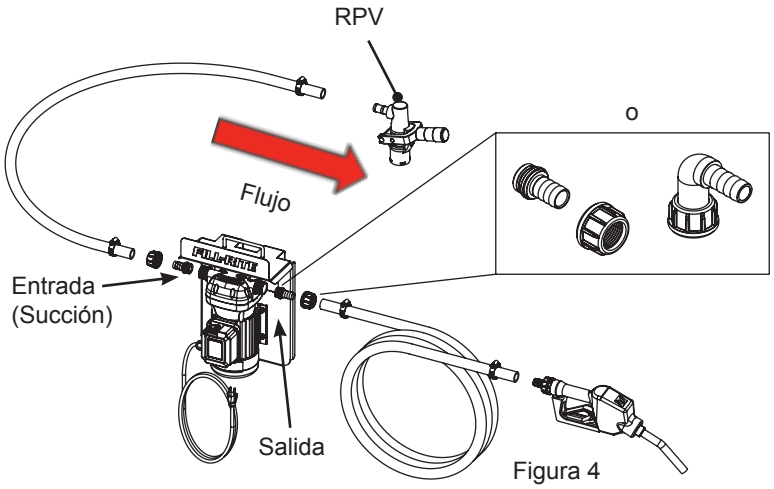

Figura 4
2. Instale la manguera de succión en el lado de succión de la bomba con los conectores para conexión acanalada y abrazadera de manguera (Figura 4). El lado de succión es el izquierdo cuando se mira hacia la bomba montada.
3. Instale el extremo opuesto de la manguera de succión hacia el dispositivo de succión de bucle cerrado con los conectores adecuados (los modelos DF120CAT520, DF012CAT520, DF120CAN520-RP, and DF012CAN520-RP incluyen un RPV para conectar) (Figura 4).
4. Instale la manguera de descarga con la boquilla en el lado de descarga de la bomba con los conectores para conexión acanalada y la abrazadera de manguera incluidos (Figura 4).
3. Instale la manguera de succión en el lado de succión de la bomba con los conectores para conexión acanalada y abrazadera de manguera (consulte la Figura 4, página 5).
4. Instale el extremo opuesto de la manguera de succión en el dispositivo de succión con los conectores adecuados (consulte la Figura 4, página 5).